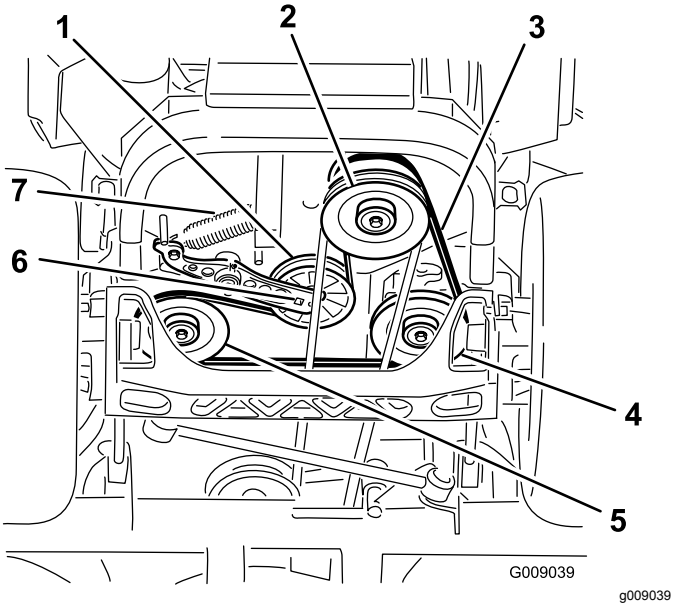

**Figuur 97**
4. Breng de machine omhoog en ondersteun de machine met assteunen (Figuur 97).
5. Gebruik een ratelsleutel in de vierkante opening in de arm van de spanpoelie om de veer te verwijderen (Figuur 97).
6. Haal de veer van de arm van de spanpoelie (Figuur 97).
9. Gebruik een ratelsleutel in de vierkante opening in de arm van de spanpoelie om de veer aan het frame te bevestigen (Figuur 97).